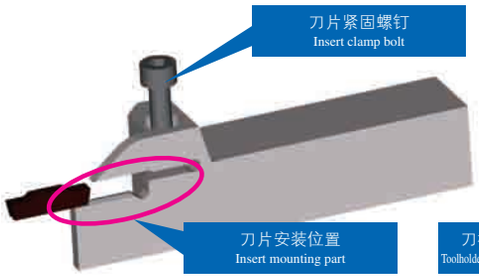
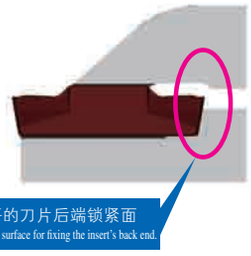
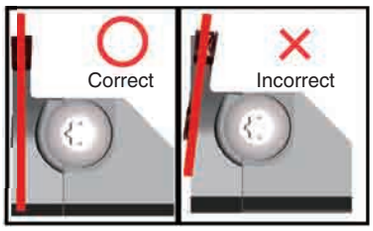

图1 Fig.1
图2 Fig.2
图3 Fig.3
1. 用气枪吹去刀片安装部的切屑等。(参考图1)。
1. Make air blow or other measures to completely eliminate chips from the insert mounting part (Fig.1).
2. 将刀片插入刀杆中，轻按刀片后端的锁紧面。(参考图1、图2)。
2. Set the insert to the toolholder and push until it contacts with the toolholder's surface for fixing the insert's back end (See Fig.1 and Fig.2).
4. Before using the unit, make sure that no gap is between the insert and the toolholder's surface, and that the insert is mounted without tilting (See Fig.2 and Fig.3).